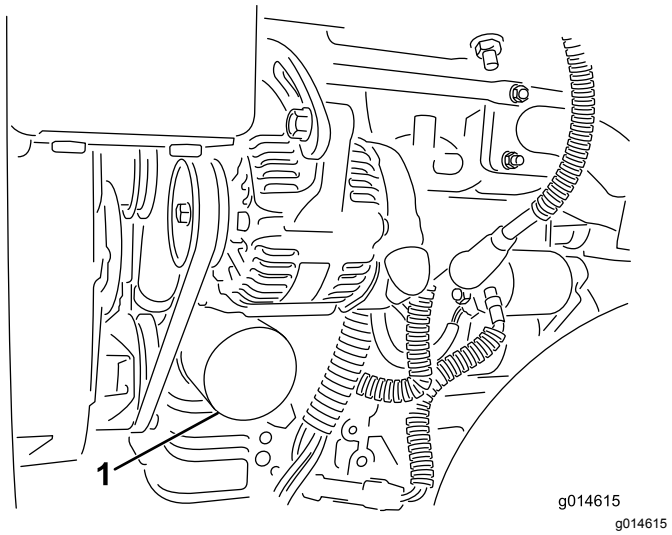

Figur 41
2. Avlägsna oljefiltret (Figur 41). Stryk på ett tunt lager ren olja på den nya filterpackningen.